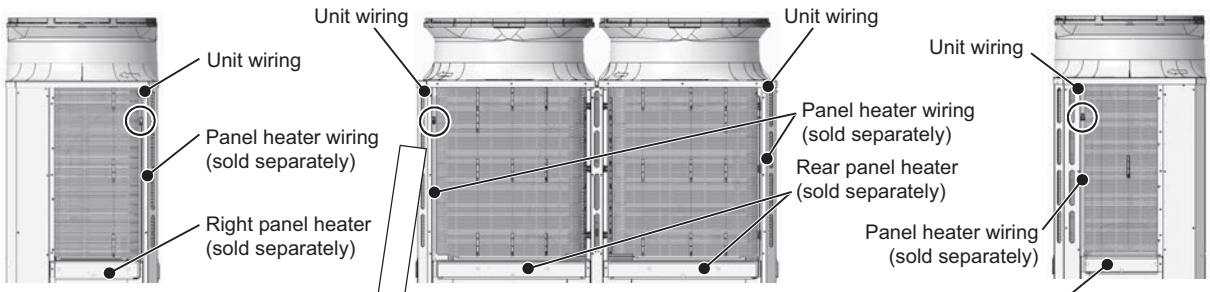

Figure 7 Right Figure 7 Rear Figure 7 Left
(9) If a separately sold panel heater is installed, disconnect the connectors of the panel heater wiring. Bundle the excessive disconnected panel heater wiring with adhesive tape or other materials. (4 locations as shown in Figure 7.)